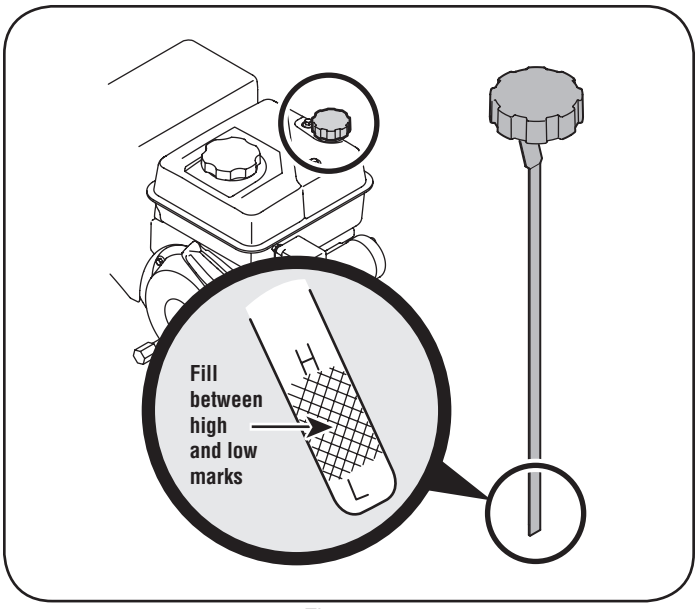

Figura 11
3. Retire el tapón de llenado de aceite. Si el nivel está bajo, agregue aceite lentamente hasta registros de nivel del aceite entre alto (H) y bajo (L). Vea la Figura 11.